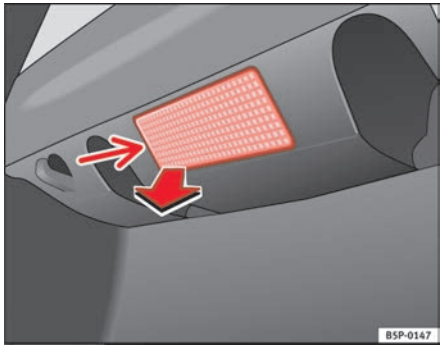

Fig. 174 Luggage compartment light
– Extract the tulip shaped fitting by pressing on the inside edge of this -arrow- using the flat side of a screwdriver ⇒ fig. 174.